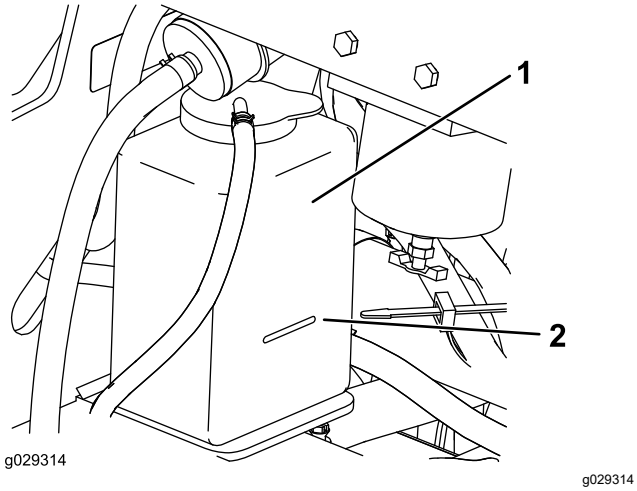

Figuur 68
3. Controleer het koelvloeistofpeil in de expansietank (Figuur 68).